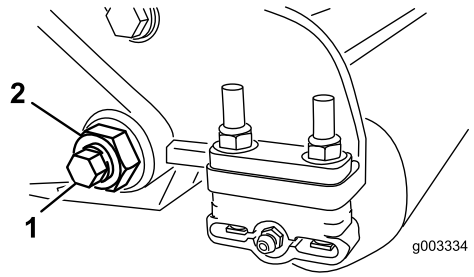
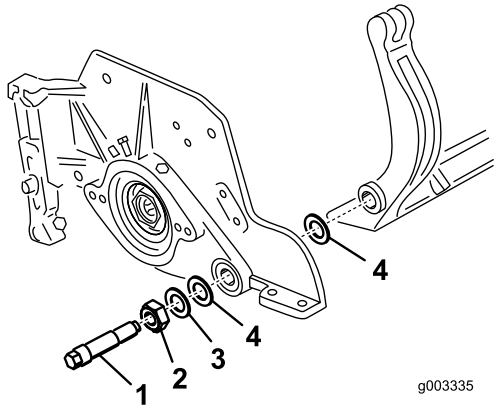

Figur 27
Figur 28
3. Lossa kontramuttern som fäster låsmuttern till underknivsstången på vardera sidan av maskinen (Figur 27).
4. Ta bort skruven till underknivsstången så att denna kan dras nedåt och avlägsnas från maskinen (Figur 27). Beräkna två nylonbrickor och en bricka av stansat stål på vardera änden av underknivsstången (Figur 28).
2. Fäst underknivsstången till vardera sidoplattan med tillhörande skruvar (muttrar på skruvar) och sex brickor. En nylonbricka placeras på vardera sidan om sidoplattans nav. Placera en stålbricka på utsidan av varje nylonbricka (Figur 28). Dra åt underknivstångens skruvar till ett moment på 37–45 Nm. Dra åt låsmuttrarna tills den yttre stålbrickan slutar att rotera och spelet försvinner, men dra inte åt för hårt och böj inte sidoplåtarna. Det kan finnas ett mellanrum vid brickorna på insidan.